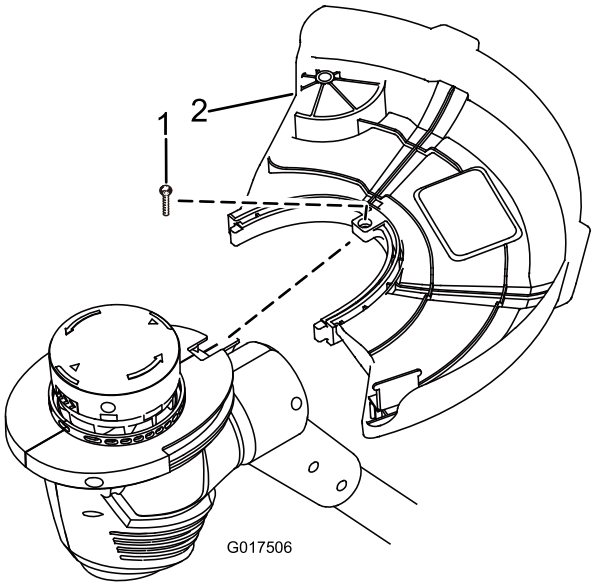

Figura 2
1. Retire el tornillo de cabeza Phillips sujeta con cinta al protector (Figura 2).
2. Deslice el protector sobre la base de la desbrozadora, según se muestra en Figura 2.